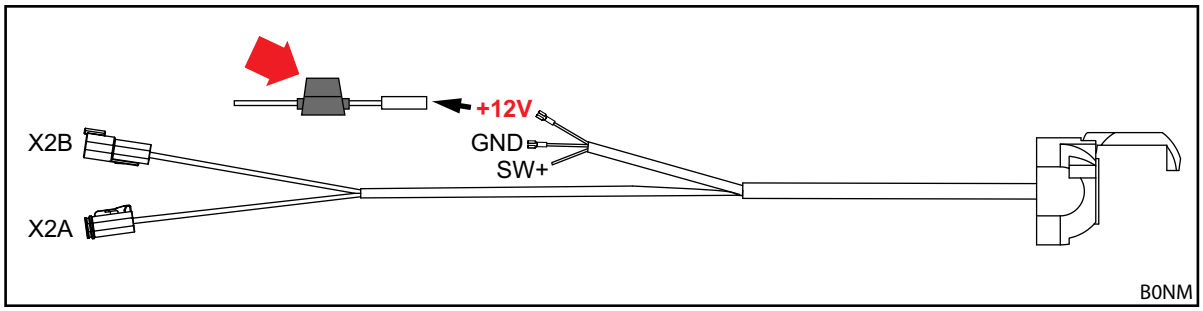

Fig. 52 Feixe de cabos STOLL-ISOBUS
- Localizar e verificar o fusível (n.º de identificação 0484860, veja a seta vermelha em *Fig. 52*):